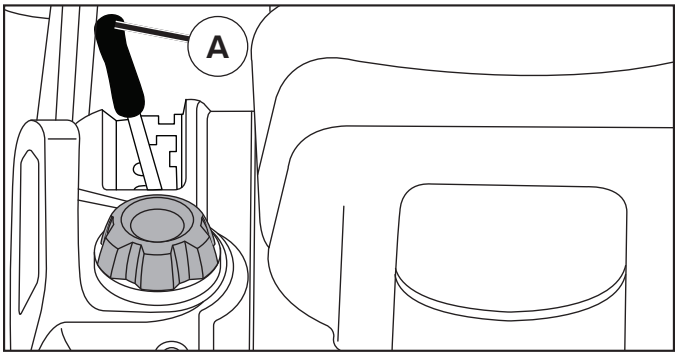

Fig. 8
- Slowly depress forward (K) or reverse (L) drive pedal to begin movement. Ground speed increases the further down the pedal is depressed.
TO USE CRUISE CONTROL (J) (See Fig. 8)
TO ADJUST MOWER CUTTING HEIGHT (See Fig. 8)